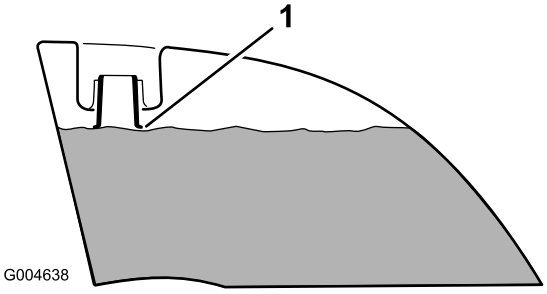

**Figur 9**
4. Fyll bägge bränsletankarna med bränsle tills nivån ligger vid påfyllningsrörets nedersta del (Figur 9). **Överfyll inte bränsletankarna.**